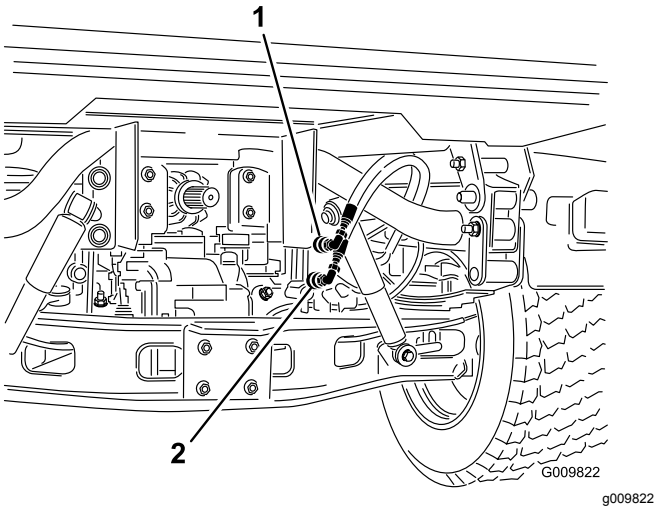

Figuur 16
2. Bij voertuigen met serienummer 240000001 en hoger dient u de 2 hefcilinderslangen los te koppelen van de slangen die aan de koppelbeugel bevestigd zijn (Figuur 16). Breng de kapjes aan op de snelkoppelaars van de cilinderslang.